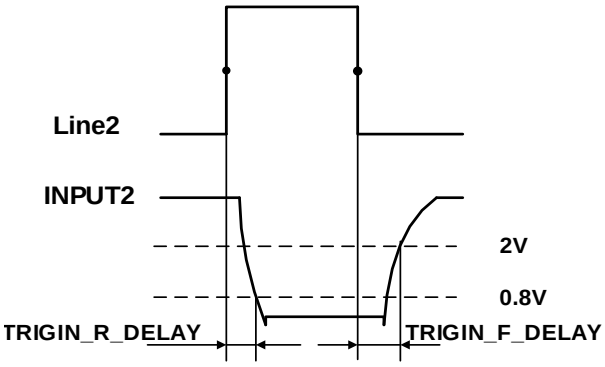

图 7-23 Line2 配置为输入引脚时电路延时参数
- 输入上升沿延时：<2μs (0°C~45°C)，参数说明见图 7-23
- 输入下降沿延时：<2μs (0°C~45°C)，参数说明见图 7-23